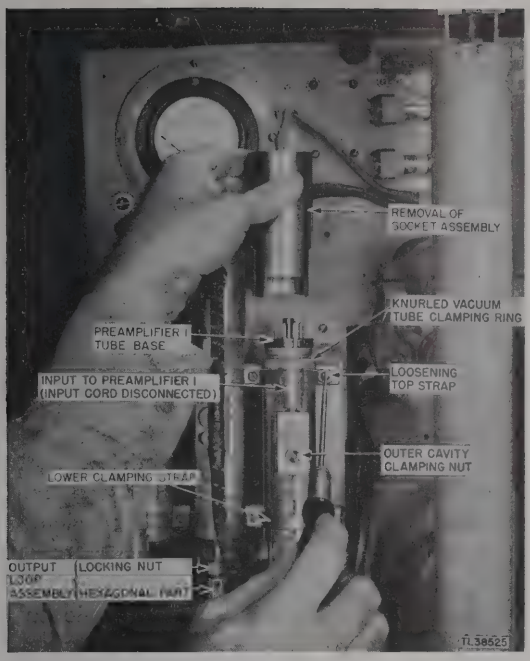

Figure 96. Removing tube cap from preamplifier No. 1.
u. Figure 96, Removing tube cap from preamplifier No. 1.
c. Replacement of Preamplifier or Mixer Tube (fig. 32). (1) Loosen the top strap which clamps the socket assembly to the mount (fig. 96).
(2) Remove the socket assembly by pulling upwards off the vacuum tube pins (fig. 96). The tube may come out with the socket. If it does not, loosen the knurled vacuum tube clamping ring and remove the tube (fig. 97).
(3) To replace, insert the vacuum tube and locate it so that the base key fits the socket when the cut-out in the socket assembly is positioned to surround the input block.
(4) Clamp the vacuum tube in place by rotating the knurled ring. Tighten this ring until the tube cannot be removed by hand.
(5) Fit the socket assembly to the vacuum tube pins and push into place.
(6) Tighten the top strap clamp.
(7) Retune to frequency of the magnetron, using procedure outlined in paragraph 37c or 37e.
(2) Gripping the hexagonal part of the assembly to prevent rotation, loosen the locking nut on the output loop assembly. Carefully slip the assembly downward and out of the small mounting tube. Then remove the assembly from the chassis, pulling the cord back through the opening beneath the tube.
(3) Loosen the top strap which clamps the socket assembly to the mount (fig. 96).
(4) Remove the socket assembly by pulling upwards off of the vacuum tube pins (fig. 96). The tube may come out with the socket. If it does not, loosen the knurled vacuum tube clamping ring and remove the tube (fig. 97).
(5) Loosen the lower strap and dismount the assembly.
(6) To replace, insert the output loop in its tube mount. Rotate the output loop when inserted to insure that it is fully seated in the positioning notch of the mount. Gripping the hexagonal part of the loop assembly to prevent